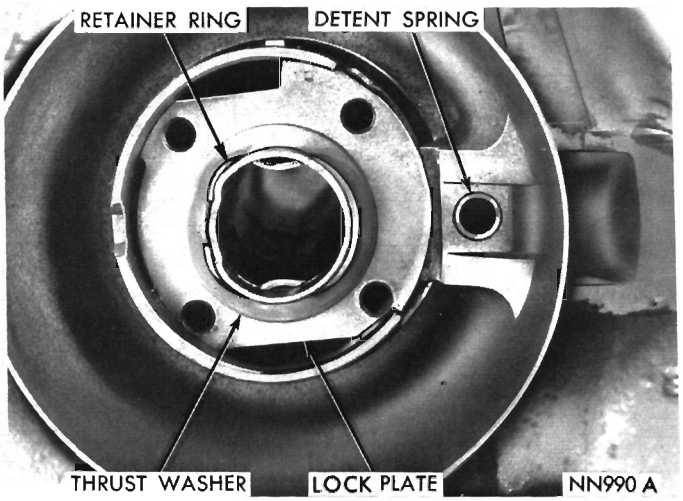

Fig. 12—Shift Tube Retainer and Thrust Washer
of shift tube (Fig. 12). Remove thrust washer.
(4) Remove the shift tube installing tool and install thrust washer and retainer ring (Fig. 12).